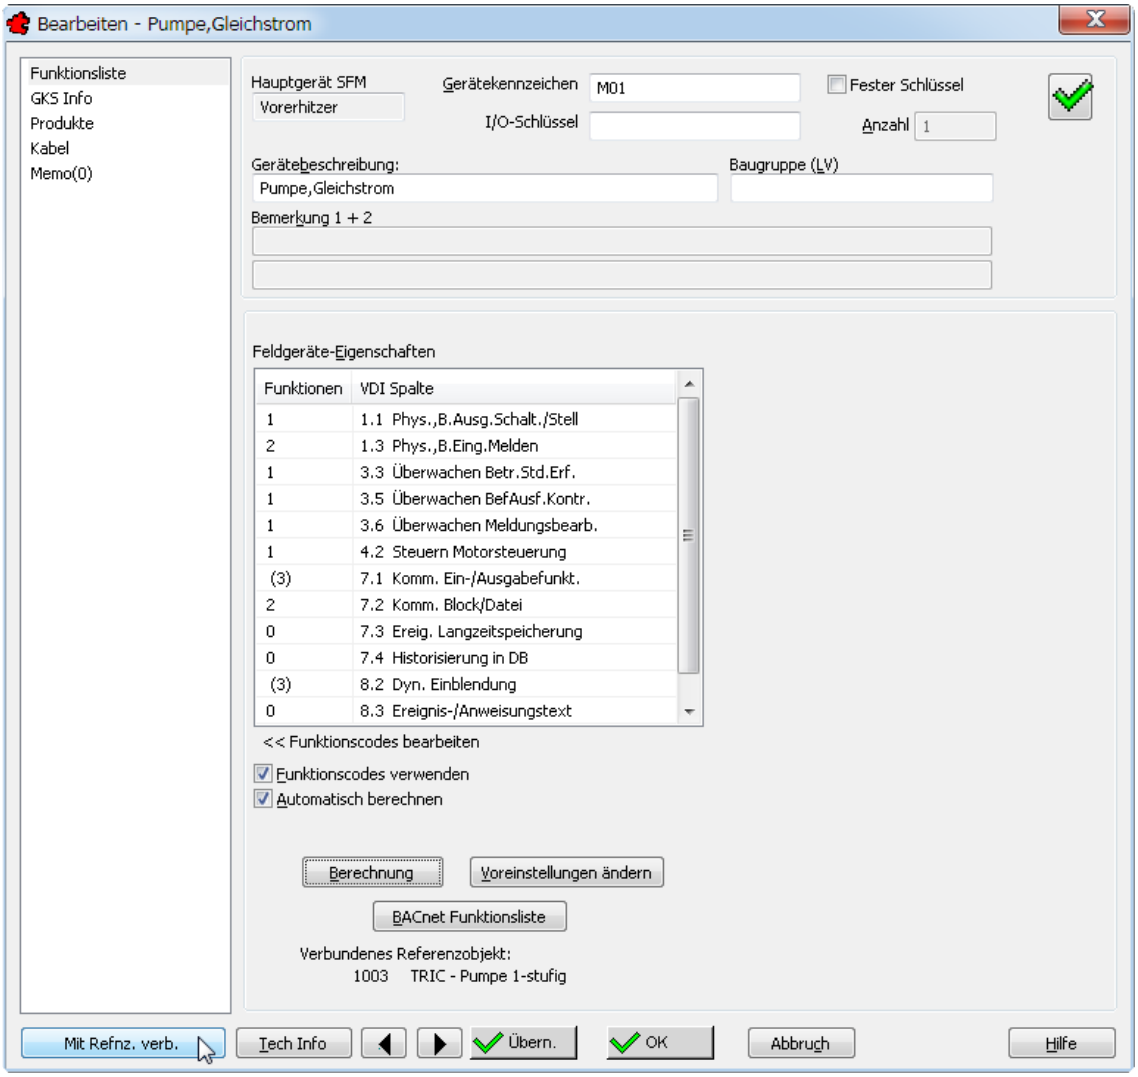

Bild 24.21 – Definition der Gerätekennzeichen-Referenz
- Klicken Sie auf die Schaltfläche *Mit Refnz. verb.* ganz unten links im Dialogfeld (Abb. 24.21).